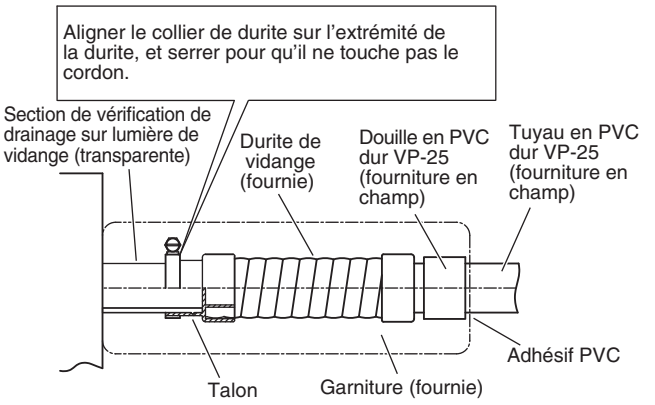

Fig. 3-8
L'orifice de vidange transparente de l'unité vous permet de vérifier la vidange. (Fig. 3-8)
- **Serrer les colliers flexibles de manière que leurs écrous auto-bloquants soient dirigés vers le haut. (Fig. 3-8)**